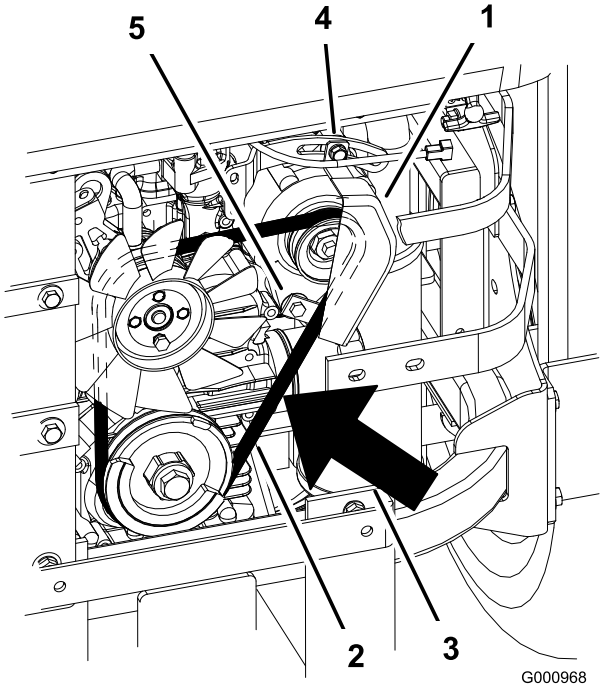

Figuur 66
7. Draai de onderste bout los en verwijder de bovenste bout waarmee de wisselstroomdynamo en de kap vastzitten (Figuur 66).
9. Leg de nieuwe riem rond de poelies en de wisselstroomdynamo (Figuur 66).
14. Draai de onderste bout vast en monteer de bovenste bout waarmee de wisselstroomdynamo en de kap vastzitten (Figuur 66).
2. Beweeg de wisselstroomdynamo naar buiten totdat de riem tussen de motor en de poelies van de wisselstroomdynamo een speling van 7–9 mm heeft als deze wordt ingedrukt met een kracht van 10 kgf (Figuur 66).
5. Als de speling correct is, draait u de onderste en bovenste bout vast (Figuur 66).